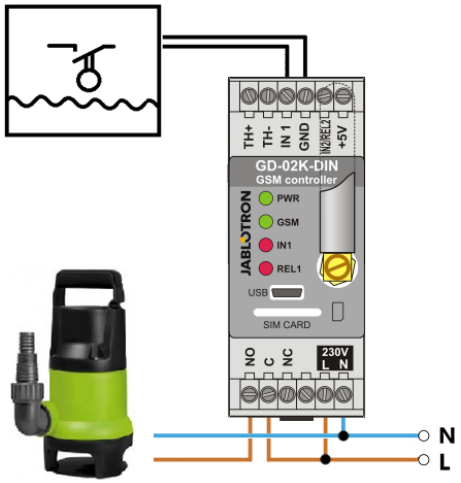

Rysunek 3: Monitorowanie maksymalnego poziomu wody w zbiorniku z automatycznym odprowadzaniem wody za pomocą pompy.
- Ten schemat przedstawia podłączenie czujnika poziomu do wejść IN1 i GND. Wyjście mocy REL1 włącza zasilanie 230 V pompy wody, patrz Rysunek 3.